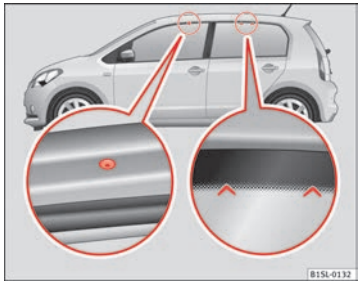

Fig. 70 Attachment points for the basic support and the roof carrier system.
The front attachment opening can be found in the lower part of the sides of the roof and are fixed with plastic bolts ⇒ fig. 70 (left magnified image). The openings can only be seen with the door open. The markings for attachment in the lower part are found in the upper part of the rear side windows ⇒ fig. 70 (right magnified image).
- **The base support should only be fitted to the points indicated in the diagram ⇒ fig. 70.**